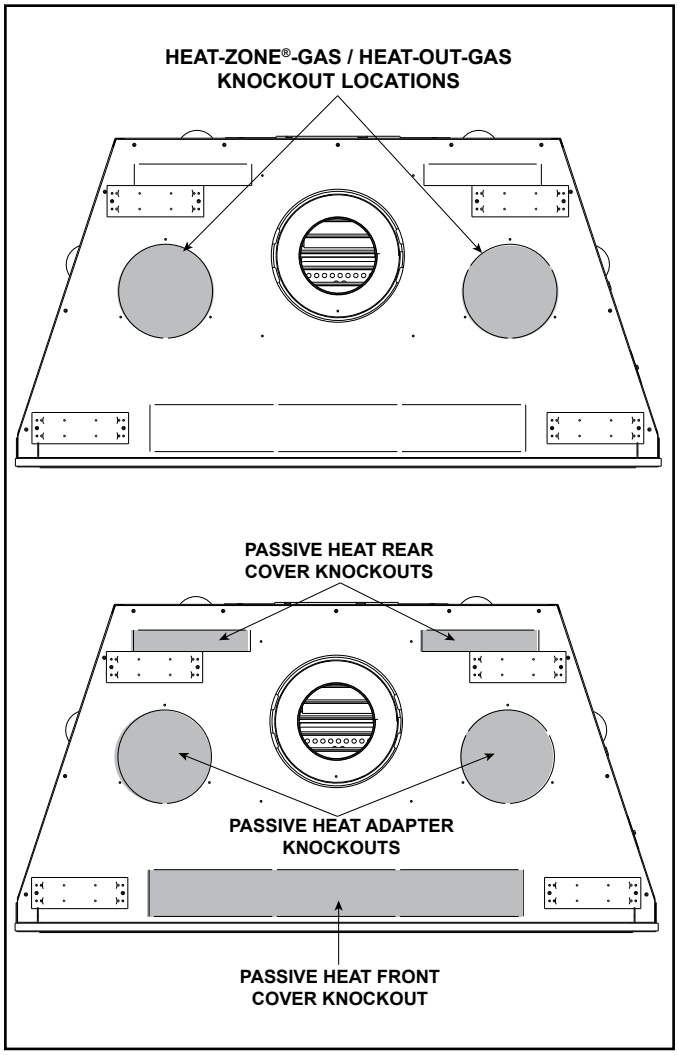

Figure 6.4 Heat Management Knockout Locations
- Locate the two heat management knockouts on the top of the appliance. Remove the knockout from the fireplace and discard it See Figure 6.4. Either one or two heat management systems may be installed. Remove the knockout(s) from the appliance with a tin snips.
Passive Heat may be used with HEAT-OUT-GAS or one HEAT-ZONE®-GAS. The dedicated knockouts, as shown in Figure 6.4, must be used only as indicated.